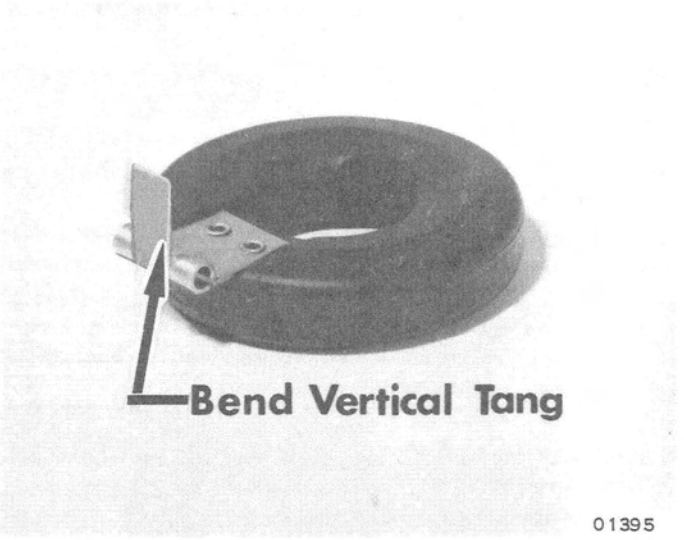

Figure 3. Float Level Vertical Tang
3. If adjustment is required, remove float and bend vertical float level tang. (Figure 3)